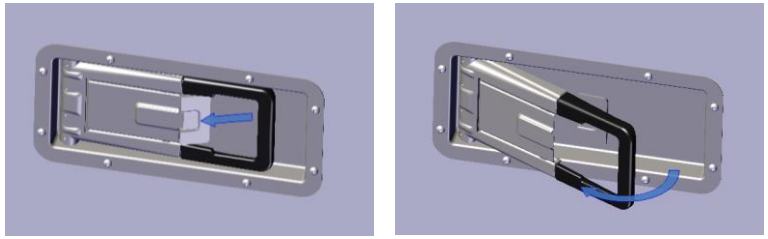

Figure 16 - Door handle opening.
1. Press the lock on the handle to release it (Figure 16);
2. Pull the handle (Figure 16);